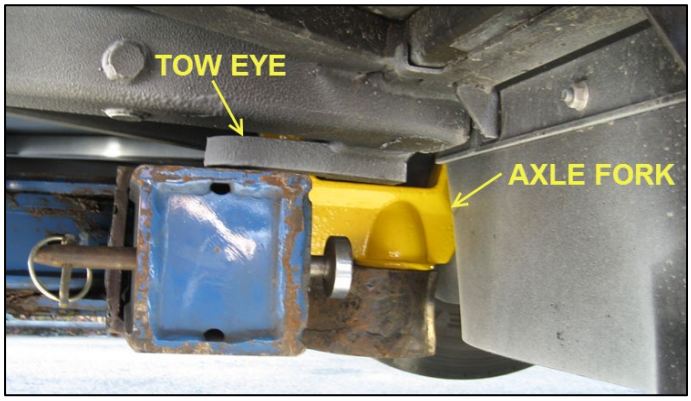

**FIGURE 35**
4. Adjust fork holder's position and hand guide the forks into each front tow eye. (Figure 35)
5. Lift the tow bar until the axle forks fit snugly into the front tow eyes (Figure 35).